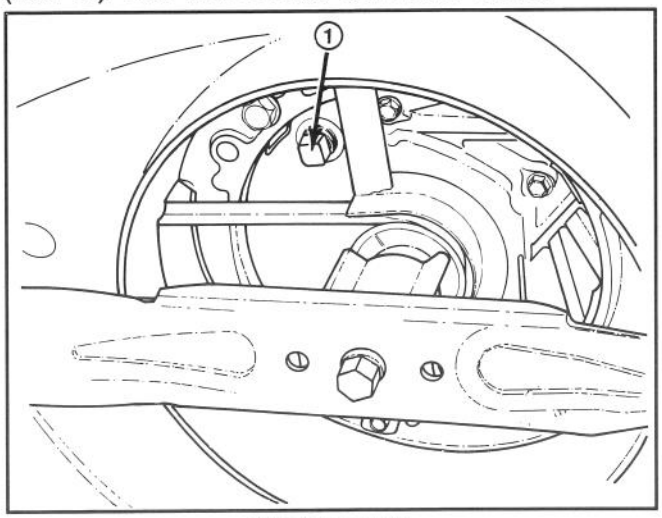

**Abbildung 19**
**3.** Den Mäher nach links kippen. Die Ablaßschraube auf der Unterseite mit einem Schraubenschlüssel entfernen (Abb. 19). Eine Wanne unter den Mäher stellen.